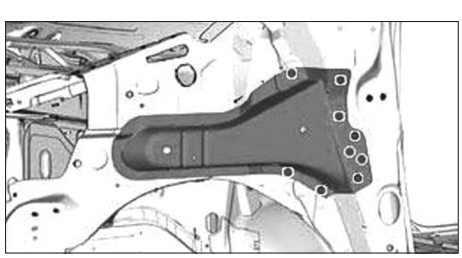

**FIG. 41**
• Souder par points bouchons **(Fig.41)**.